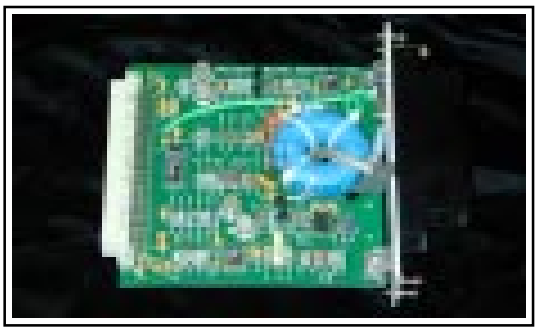

Figura 9. Módulo RFL 9300 ACT I/O
EL ACT va montado en el módulo de E/S del ACT, mostrado en la figura 9. En la parte posterior del módulo hay una sólida regleta de terminales para las conexiones de corriente secundaria del transformador principal (CT).